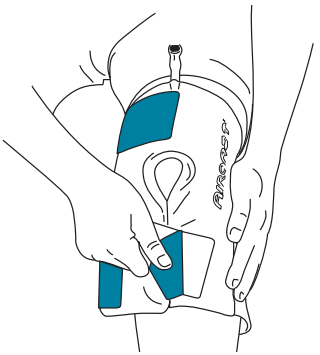

Figura 2
2. Applicare sempre il manicotto Cryo/Cuff VUOTO (Figura 2) 58
2. Applicare sempre il manicotto Cryo/Cuff VUOTO (Figura 2)